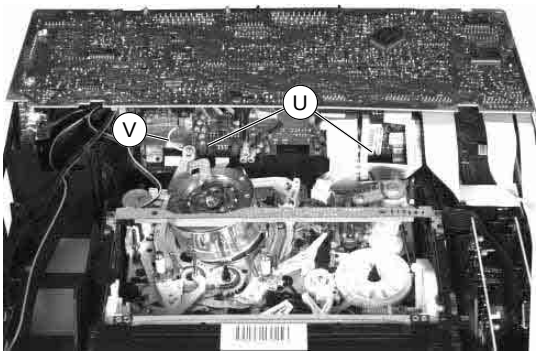

Fig. 17
a) Chassisplatte II in die vorgesehenen Halterungen (U) stecken und Masseverbindung (V) herstellen (Fig. 17).
a) Insert Family Board II into the holding forks (U) provided and connect the earthing cable (V) (Fig. 17).